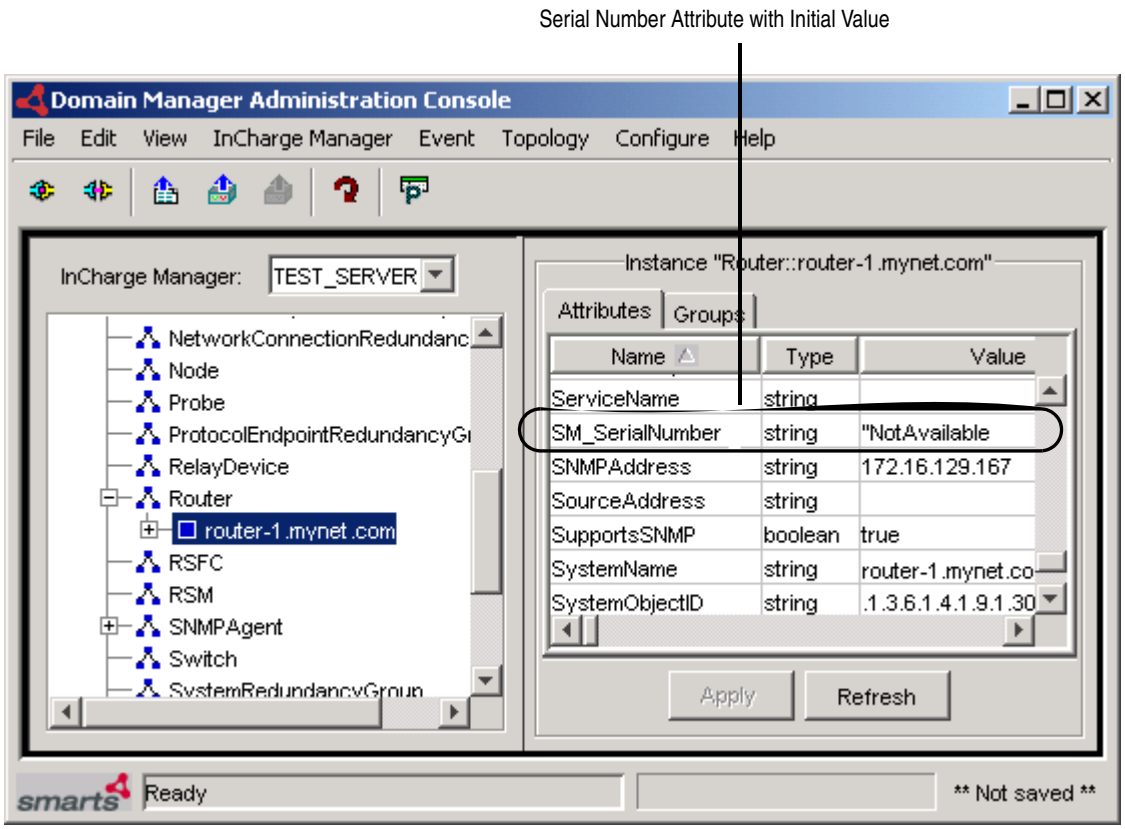

Figure 3-2 **Router discovered with the SM_SerialNumber attribute**
3. Verify that the router has been added to the topology, as an instance of the Router class. The initial value of the new SM_SerialNumber attribute will be "NotAvailable", as shown in Figure 3-2 on page 3-6.